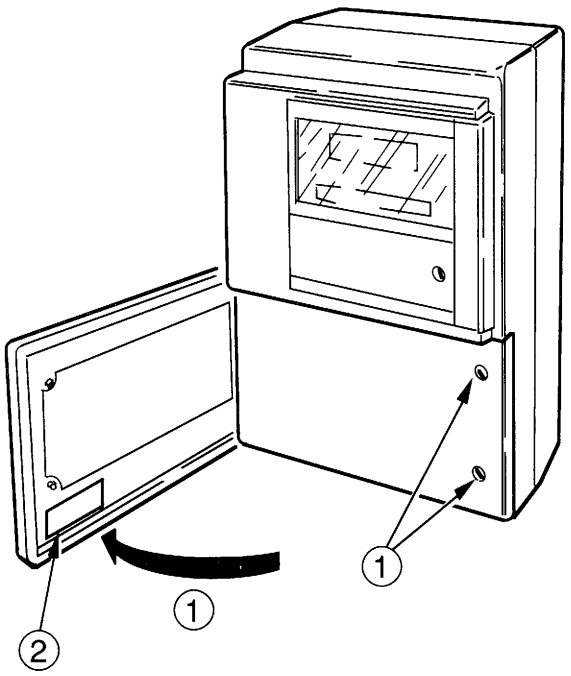

Fig 2.1 Checking the Instrument Code Number (Wall-/Pipe-Mounted Instruments)
2.2.1 Wall-/Pipe-Mounted Instruments – Fig. 2.1